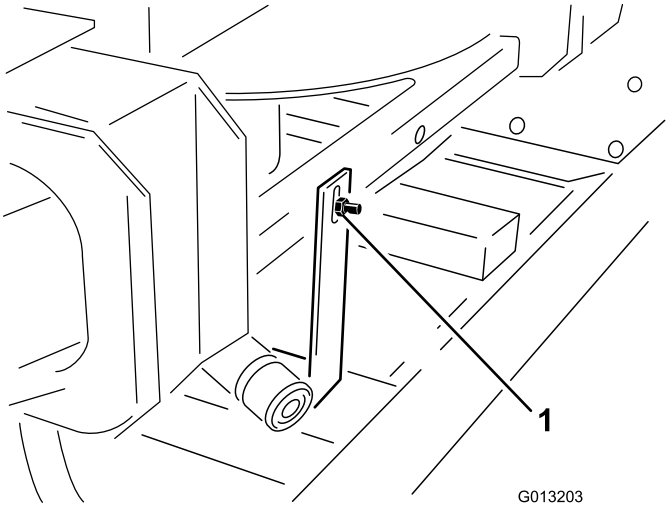

Figura 3
2. Na traseira do rotor duplo, retire o parafuso e porca 1/4 x 3/4 pol. que ligam o suporte de envio do dispositivo de elevação do ProPass ao rotor duplo (Figura 3).